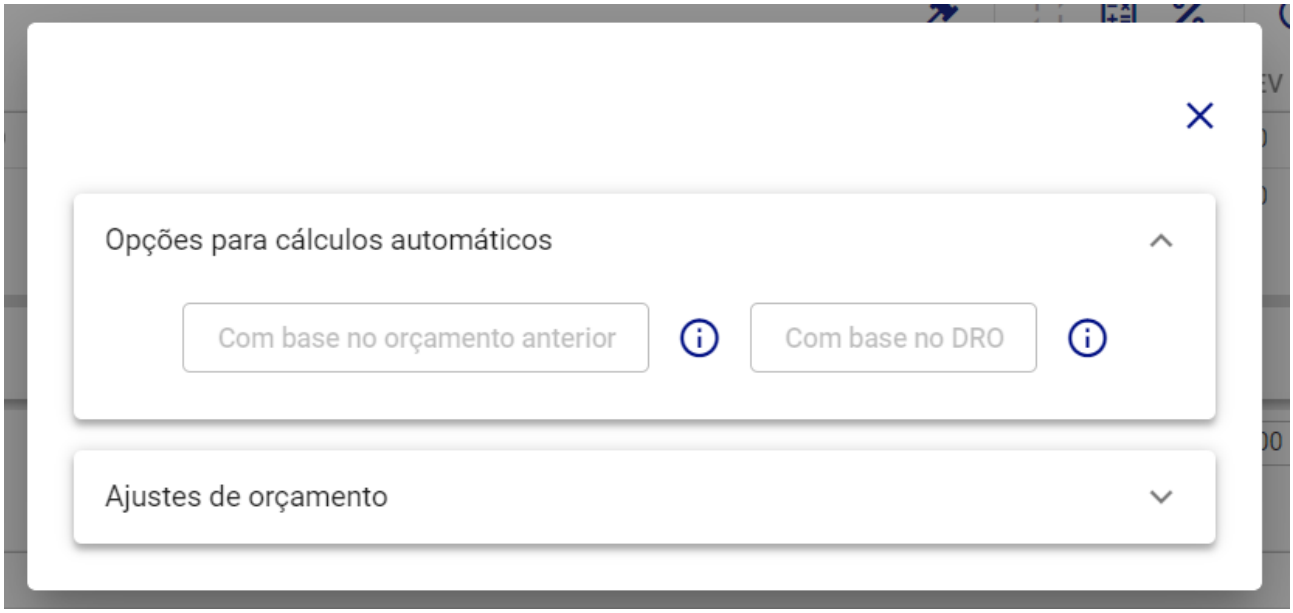

Figura 218: Opções para Cálculos Automáticos
– **Opções para Cálculos Automáticos (Figura 218):** Esta funcionalidade oferece diferentes métodos para o cálculo automático dos valores orçamentários.